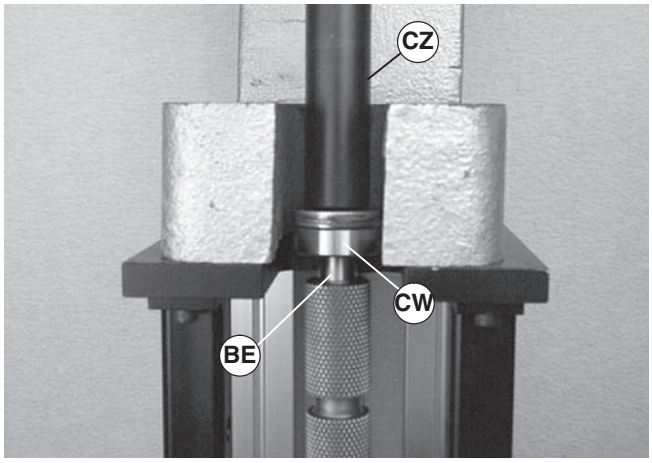

Figure 59
3. Place the shaft of tool (part # 450282) (Figure 59, item CZ) over drive pulley (BE).